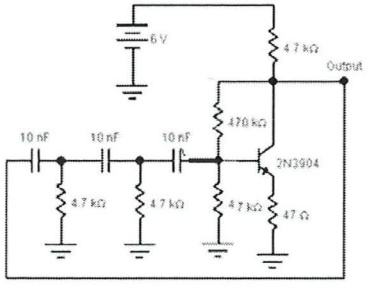

Figure 2.11
3. State THREE (3) differences between LC oscillator and RC oscillator.
5. Calculate the expected output frequency for the circuit shown in Figure 2.11.